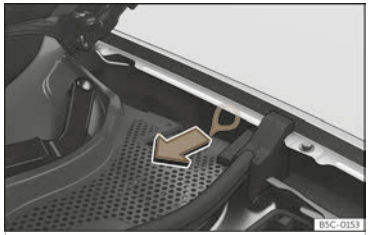

Fig. 66 Between the left wing panel and the engine bonnet hinge: Charging connector manual release mechanism puller.
The puller for the manual release mechanism is on the left hand side of the engine compartment, above the charging socket ››› Fig. 66.
- Pull the puller ››› Fig. 66.